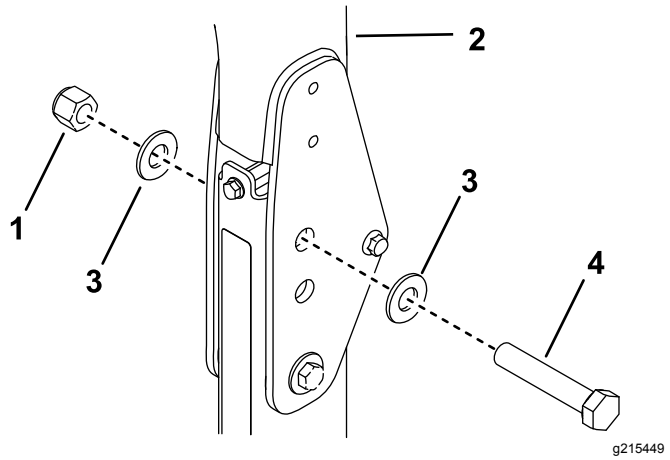

Figur 26
B. Sett en skive (13/16 x 1 1/2 tomme) på hver bolt (3/4 x 4 tommer), som vist i Figur 26.
C. I hullene pinnene ble fjernet fra, monterer du boltene og skivene (Figur 26).
D. Monter en ekstra skive på hver bolt og fest med mutter (3/4 tomme), som vist i Figur 26.